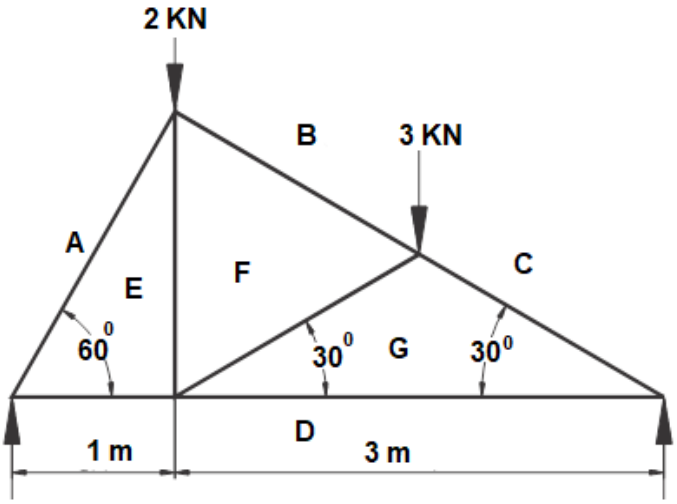

**FIGURE 2**
3.1 A frame structure is loaded as shown in FIGURE 2 below.